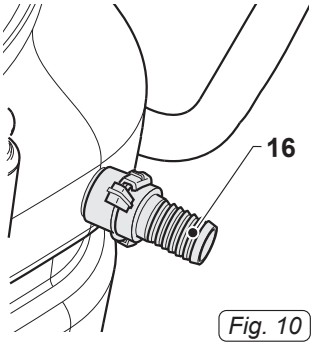

Fig. 10
- Raccorder un tube flexible au raccord de déchargement de 30 mm (16 Fig. 10).